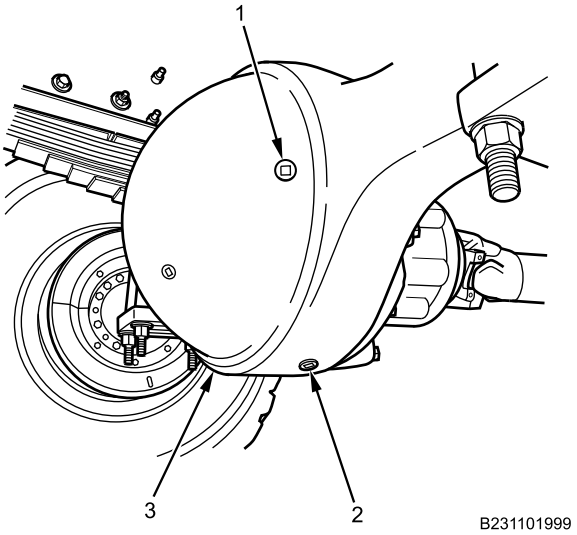

Figure 2. Rear Axle Differential.
1. Install magnetic drain plug (Figure 2, Item 2) into rear axle differential (Figure 2, Item 3). Torque to 35-50 lb-ft (48-68 N•m).
2. Fill rear axle differential (Figure 2, Item 3) with gear oil to bottom of fill plug hole.
3. Install fill plug (Figure 2, Item 1) into rear axle differential (Figure 2, Item 3). Torque to 35-50 lb-ft (48-68 N•m).